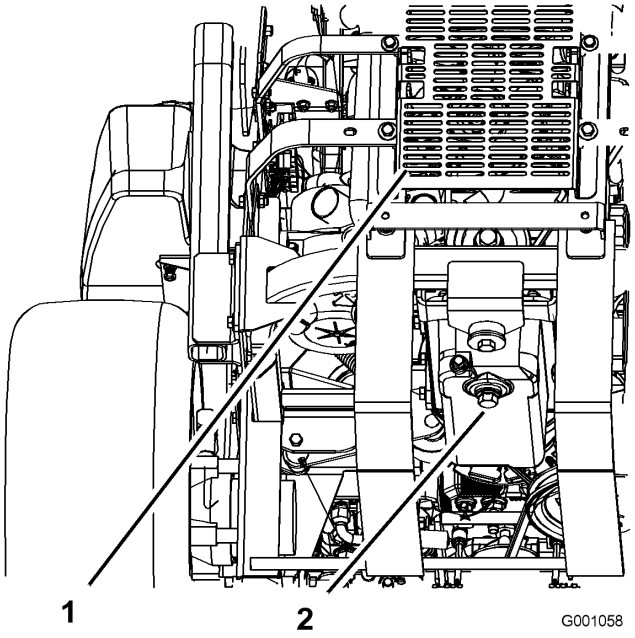

Figure 35
5. Placez un bac de vidange sous l'orifice de vidange. Retirez le bouchon de vidange et laissez s'écouler toute l'huile (Figure 35).